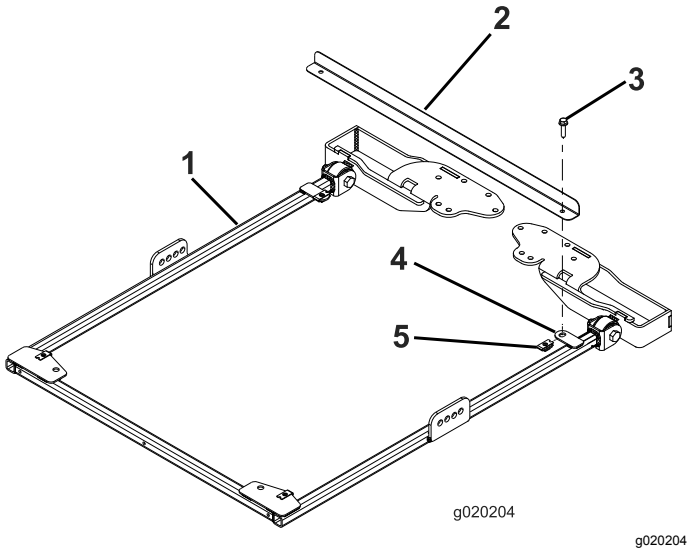

Figuur 30
1. Om het frame goed te kunnen uitlijnen, moet u de frame-uitlijningsbalk bevestigen aan de montagelippen achteraan het zonneschermframe. Gebruik hiervoor 2 flenskopbouten (5/16" x 1¼") zoals wordt afgebeeld in Figuur 30.